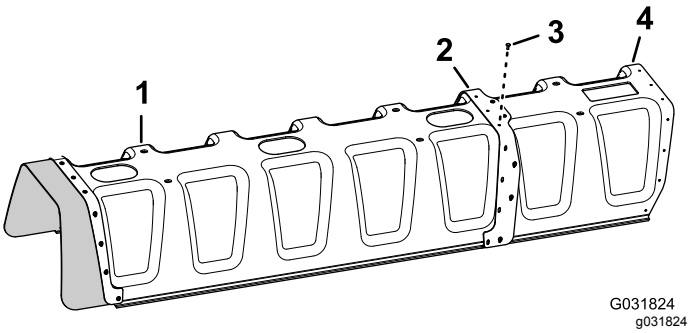

Figur 148
4. Fastgør afdækningsudvidelsen til 11-dyse-sektionsafdækningen (Figur 148) med 11 popnitter (Toro-delnr. 114439).